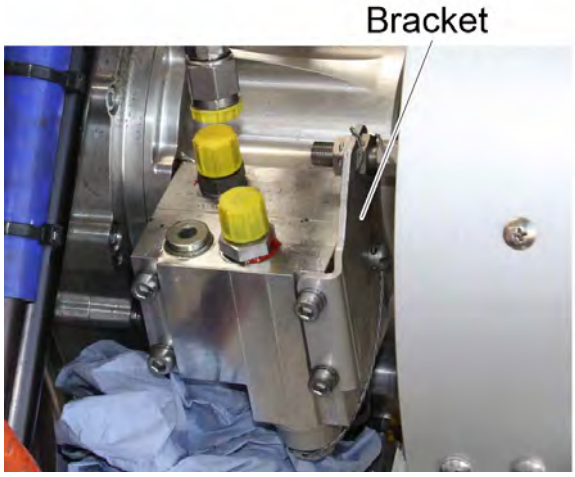

Figure 3
2. ***Remove and lay aside the bracket with the de-icing nozzle. Discard the screws and washers. See Figure 3.***